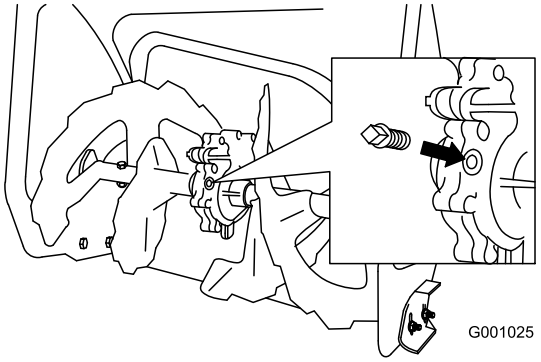

Figur 39
2. Rengör området runt rörpluggen (Figur 39).